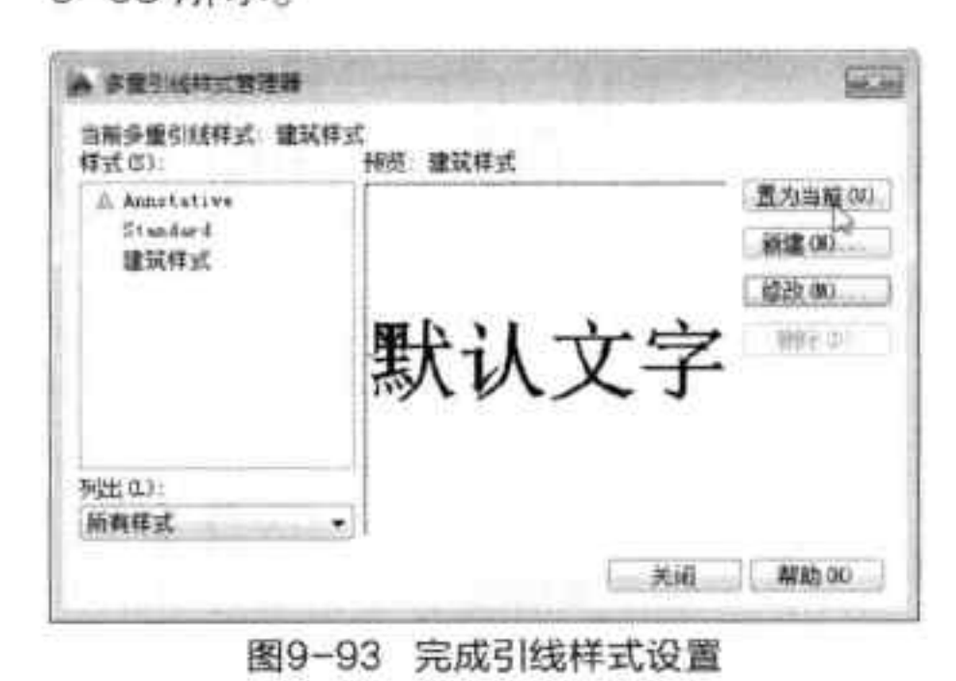

图9-93 完成引线样式设置
Step17 返回上一层对话框，单击“置为当前”按钮，完成引线样式的设置，如图9-93所示。